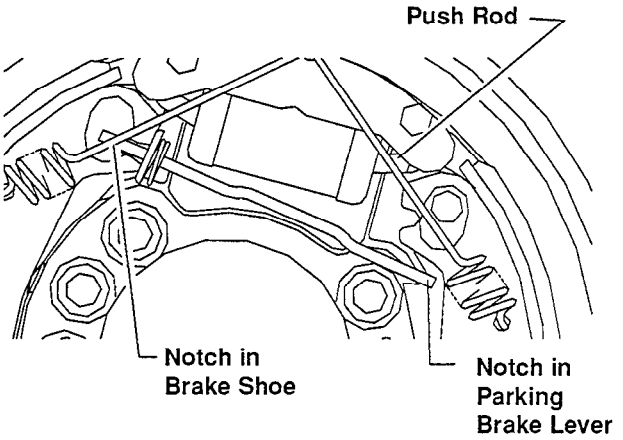

Figure 5. **Placement of Cross-Strut**
8. Make sure that the parking brake lever is in its shoe notch and that cylinder push rods are in their shoe sockets (Figure 5).